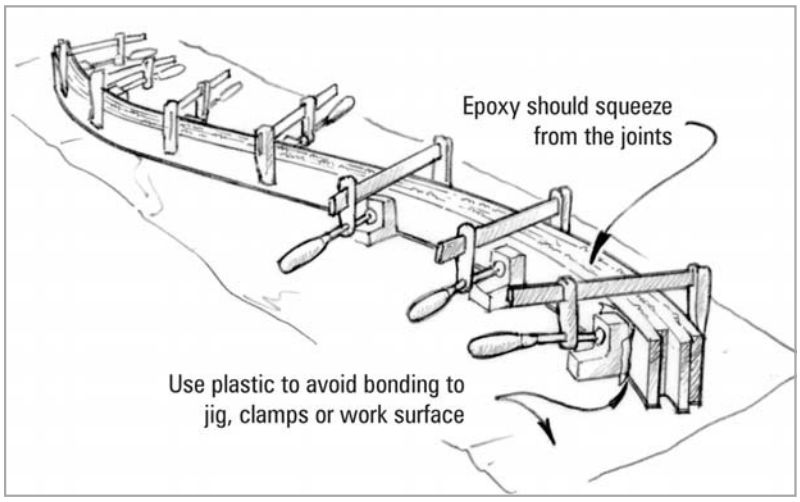

Figure 4-2 *Clamp the appropriate number of coated strips into the jig. Trim the frame to size after the epoxy is fully cured.*
4. Clamp the strips to the jig until the epoxy cures *(Figure 4-2)*. Use clamps, wedges, staples or small nails to apply enough pressure to squeeze a small amount of epoxy from each joint.